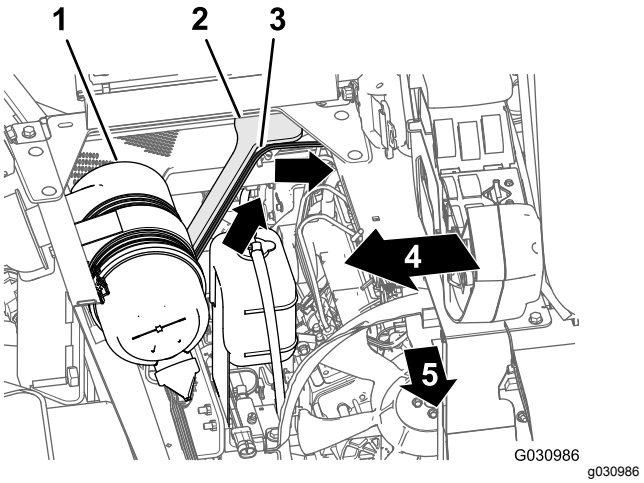

Figur 114
1. Før den 108 cm lange forgreningen av ledningssatsen opp og inn den bakre delen av motorrommet, langs høyre støtte for motordekselet – forover fra kanalen som kobler sammen luftfilteret og motoren (Figur 114).